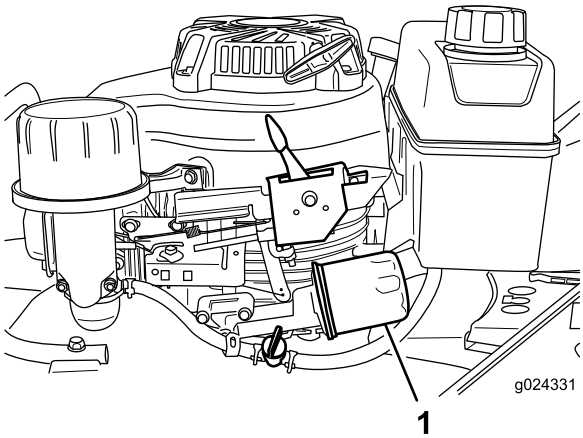

Figuur 22
6. Leg een lap onder het oliefilter (Figuur 22) om olie op te vangen die weglekt als u het oliefilter verwijdert.